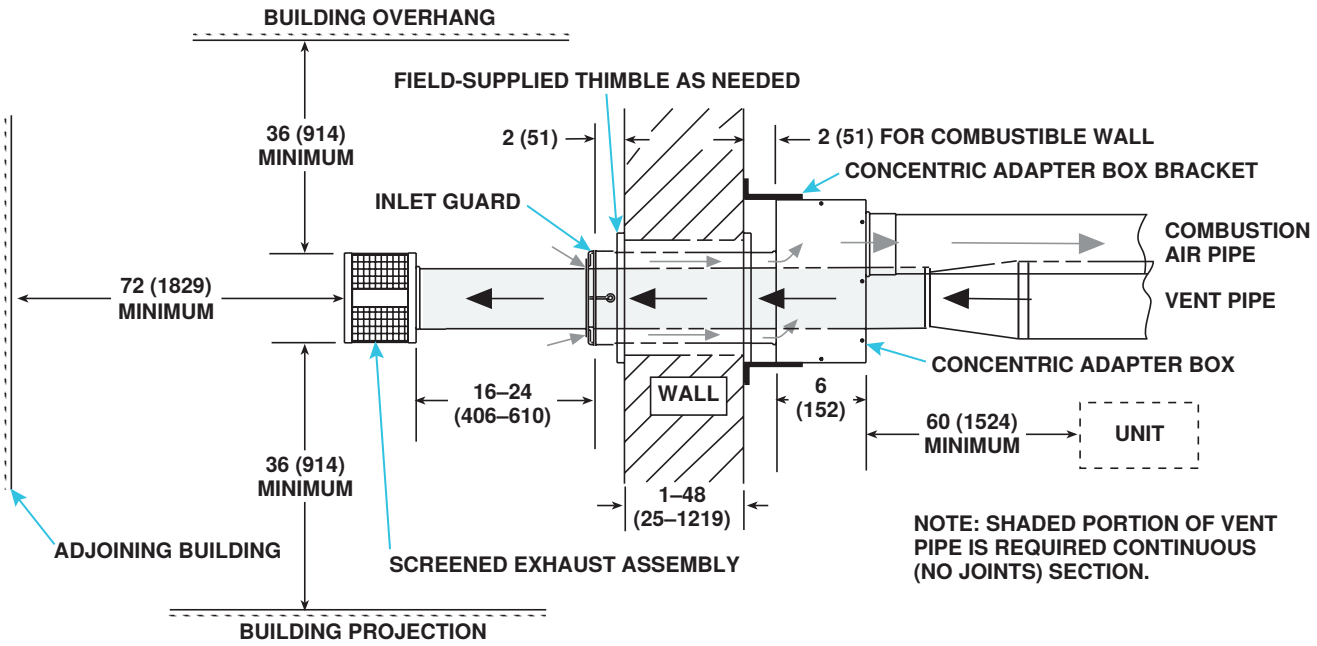

Figure 24. Option CC6 Installation
4. Secure longer angles on concentric adapter box brackets (see **Figure 24**) to concentric adapter box.
5. Connect outside section of combustion air pipe to concentric adapter box (see **Figure 24**):
6. Secure concentric adapter box to wall (see **Figure 24**):
a. Position inlet guard over end of combustion air pipe in accordance with **Figure 24**.
a. Refer to **Figure 24** to determine lengths of each pipe segment and to calculate total length required. Transition to single-wall or Category III vent pipe run must be made maximum of 6 inches (152 mm) from heater side of box.
d. Ensure that screened exhaust assembly is aligned so that its baffles are positioned at 12, 3, 6, and 9 o'clock (see **Figure 24**). Install screened exhaust in accordance with **Figure 10**.
10. Verify compliance with **Figure 24** and with all specific venting requirements listed above.